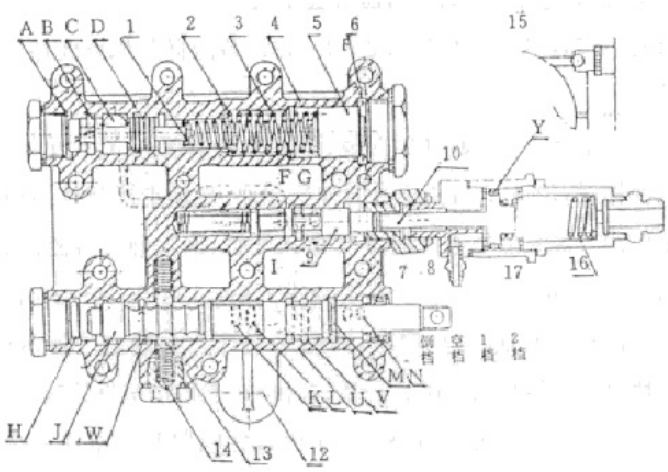

Fig. 3.2-9 Operating valve of transmission
(3) Operating valve of transmission, see fig.3.2-9. It is mainly composed of
(b) Distributing valve: See fig.3.2-9. Distributing valve pole 12 is positioned by the spring 14 and the steel ball 13. When moving distributing valve pole, separately joint I gear, II gear or reversing gear. Cavitys of M, L and J interlink with the cylidners of I gear, II gear and reversing gear. Cavitys of N, K and H interlink with oil tank. Cavitys of U, V and W interlink with oil link T.
(c) See fig.3.2-9. Spring accumulator is sure to joint the clutch of frictional plate quickly and smoothl.
(d) See fig. 3.2-9. Cut-off valve is composed of spring 7, vavle pole 8 of the braking, cylinder plug 9, air vavle pole 10, vavle body, spring 16, weather cup ring 17. In common conditions (no braking), the air of hole C intakes left cavity of air vavle and pushes the piston to press the spring 16, the valve pole 10 of braking is in the position of fig.3-2-9. The oil line F is stipulated with oil line 7 and the cavity G of valve bodu is stipulated with oil tank.
(1) To attend not to injure part when the part is disassembled, especially sealing parts, it must be changed if has been injured.
(2) When the decompress rod 1 and spring 2 are disassembled, (See fig.3.2-9) the spring seat is also fetched, when it is mounted again, carefully mount.
(3) When the vavle of regulating pressure leaves the factory, it is already